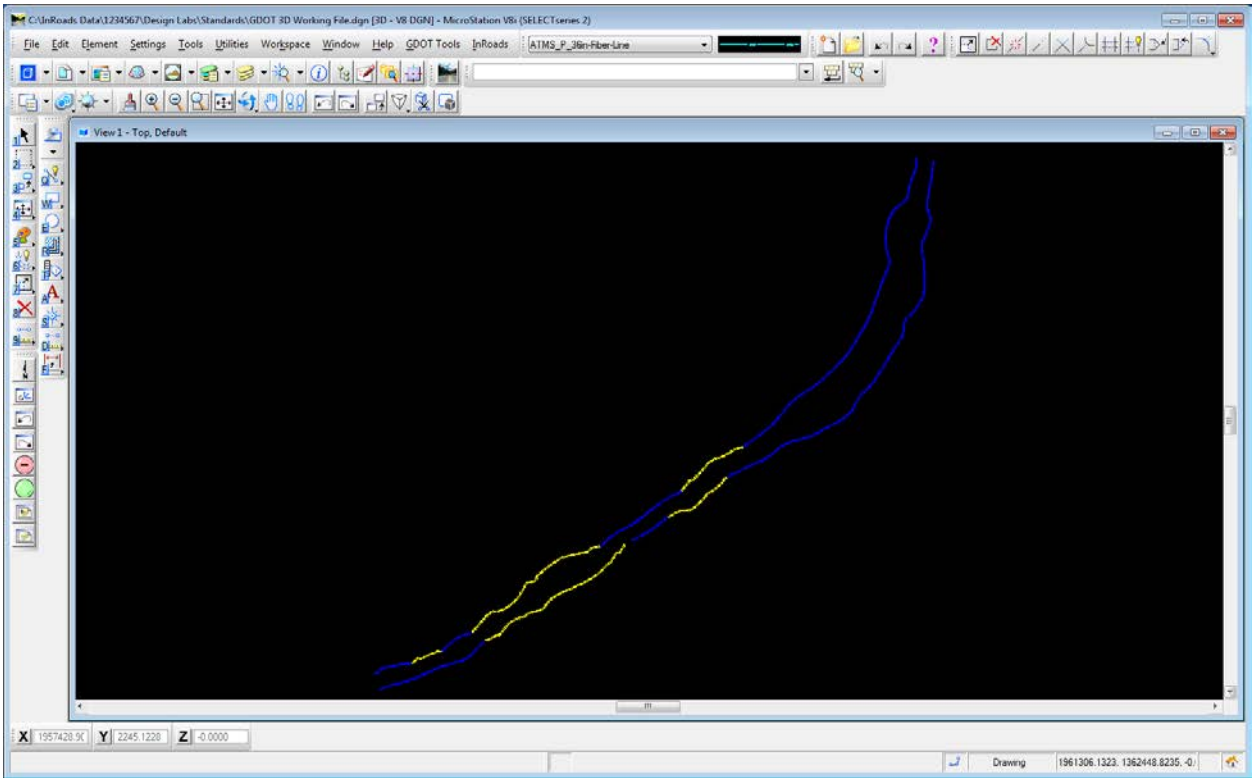

Figure L10-10 MicroStation View Window
20.	**In the References Window – detach the File 1234567MAIN.dgn.** • In MicroStation, select **Tools ► Detach** and an **Alert** dialog will appear. • Click the **OK** button in the **Alert** dialog. • The **1234567MAIN.dgn** Reference File is detached. • **Close** the **References** Window by clicking the Red (X) in the upper right corner of the dialog box. • In MicroStation, click the **Fit View** icon ( ). • In MicroStation, verify that your view appears similar to *Figure L10-10*.